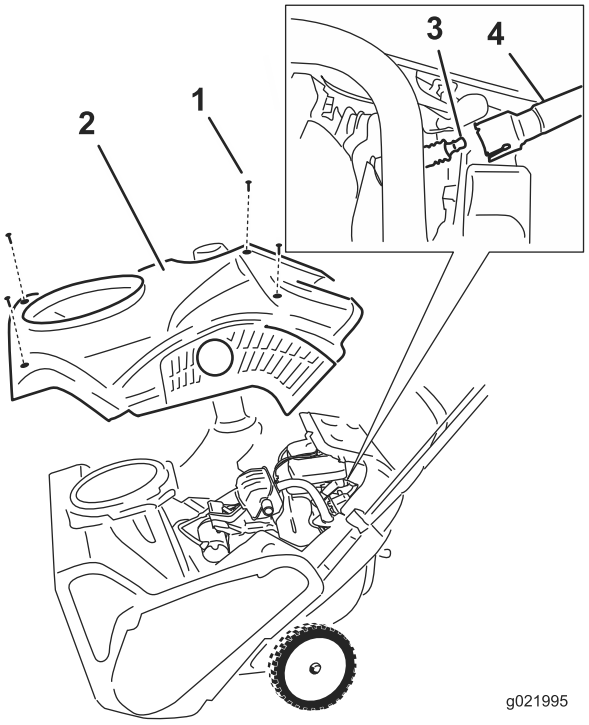

Figure 31
4. Remove the 4 screws that secure the shroud (Figure 31).
1. Screw (4)
6. Remove the shroud (Figure 31).